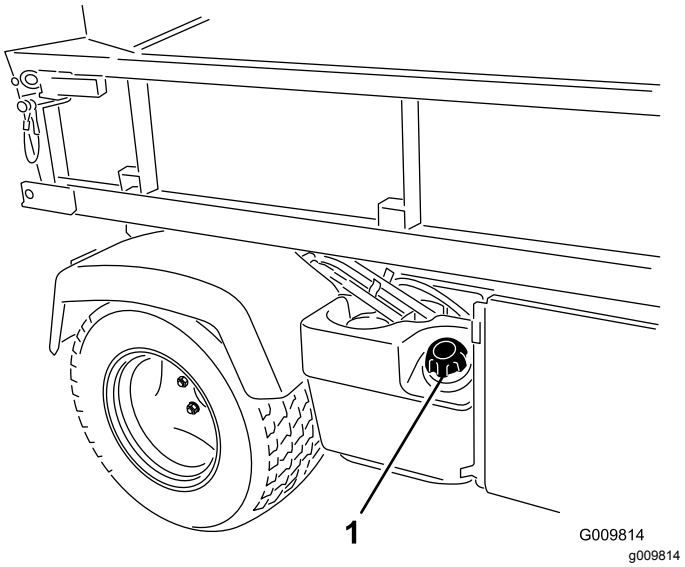

Figur 20
2. Fjern drivstofftanklokket (Figur 20).